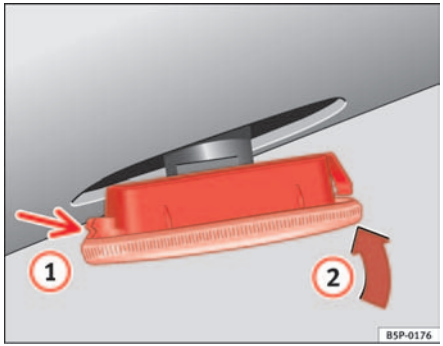

Fig. 186 Side turn indicator
- First place the indicator in the opening in the bodywork, fixing the tabs ⇒ fig. 186, arrow (1).
- Insert the lamp as shown by the arrow (2) ⇒ fig. 186. ■